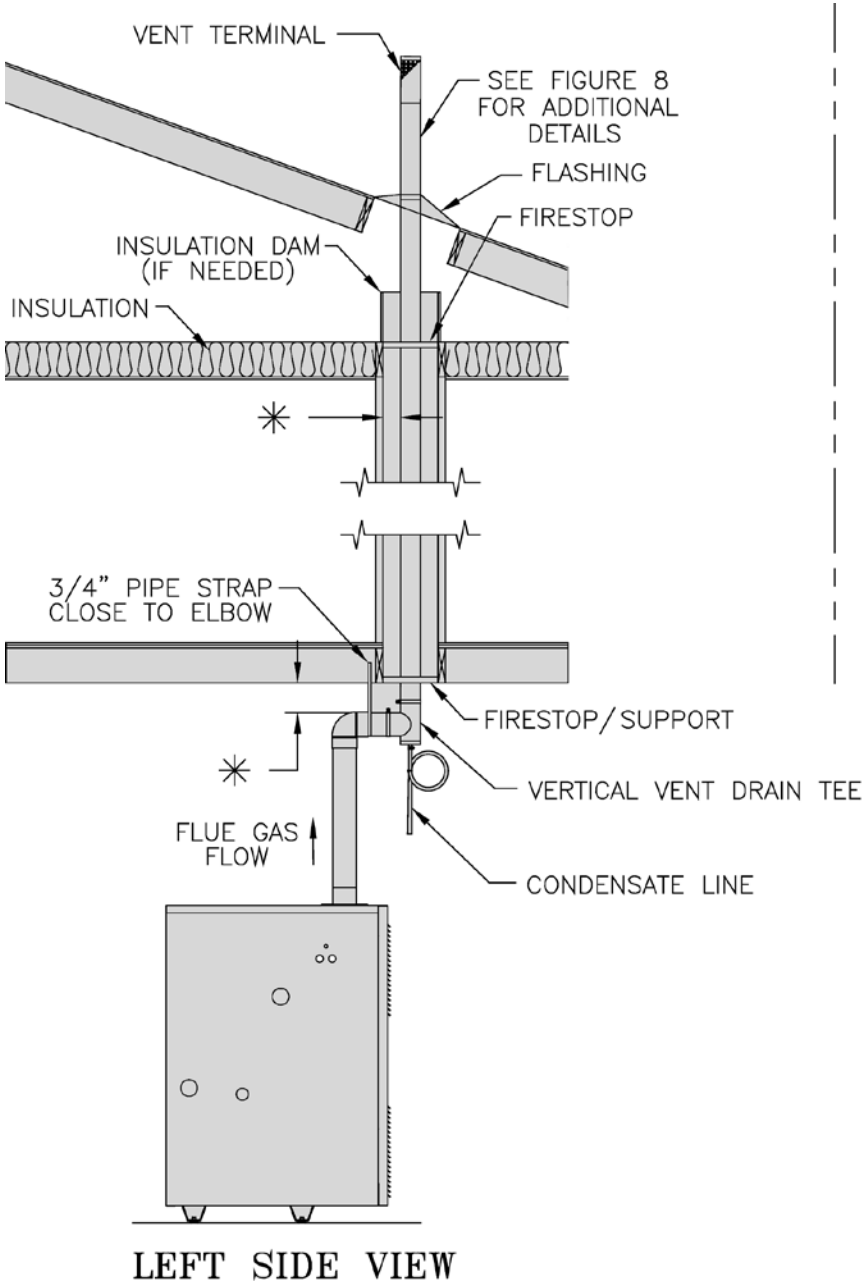

Figure 6: Vertical Vent Installation
E. Separate Vertical Venting System - See Figures 6, 7, 8 and 9
2. Installation of a vertical vent drain tee 8116304U is required on all vertical vent applications. See Figures 6 and 7. Attach vertical vent drain tee directly to elbow or horizontal pipe from an elbow immediately after vent connector.